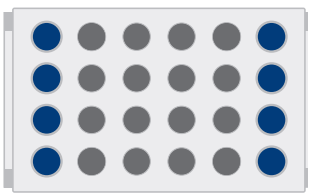

图 46. 从外向内对称插装小柱，且支架被占用纵列的所有位置都插装小柱。
- » 从外侧对称插装小柱，以便正压模块能水平置于支架上；请参阅图 46。